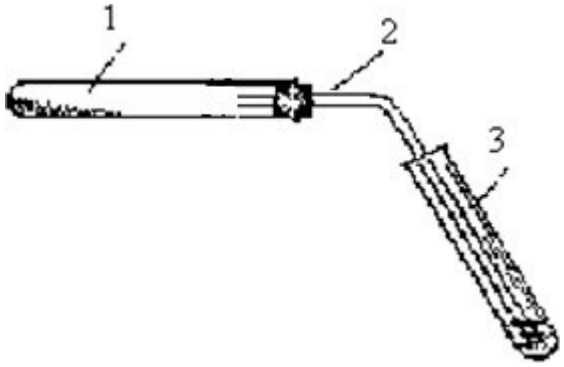

Рис. 1. Прибор для получения метана: 1 – пробирка с реакционной массой; 2 – газоотводная трубка; 3 - пробирка с бромной водой.
1. Соберите прибор для получения этилена (рис.1). Пробирку (1) закрепляют в штативе и помещают над спиртовкой.